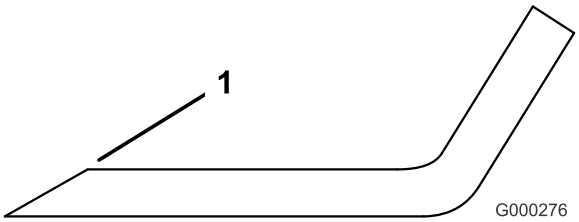

Figur 79
1. Slipa eggarna i båda ändarna av kniven med en fil (Figur 79).